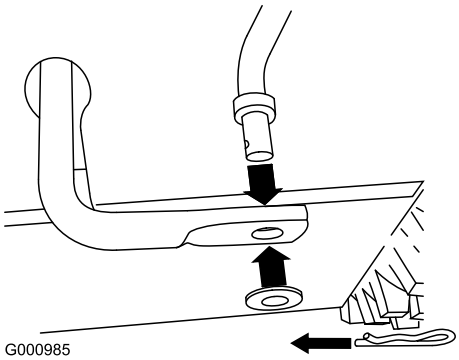

Figur 10
1. Fjern låseclipsen og skiven fra den nederste ende af hastighedskontrolstangen, og sæt den nederste ende af stangen ind i den nederste forbindelsesarm, således at hastighedskontrolstangens buede ende vender bagud (Figur 10).